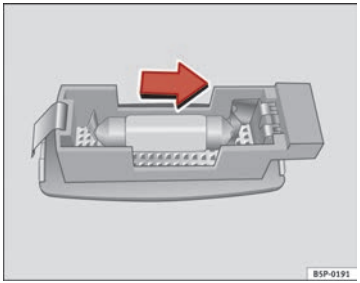

Fig. 204 Removing sun visor light
– Carefully remove the lamp, using the flat side of a screwdriver, as shown in the figure ⇒ fig. 204.
– Remove the bulb, moving it in the direction of the arrow and outwards ⇒ fig. 204. ■